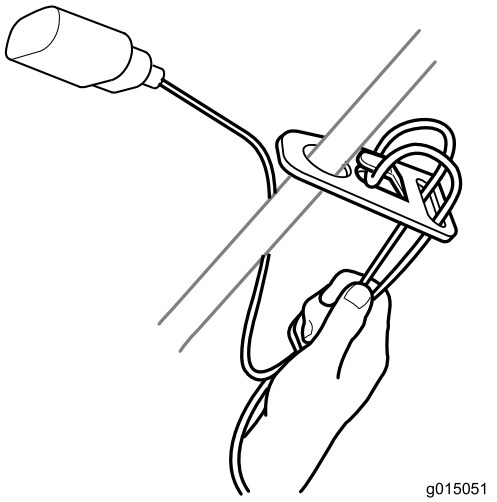

Figur 7
1. Lag en løkke på skjøteledningen og fest den i ledningslåsen (Figur 7).